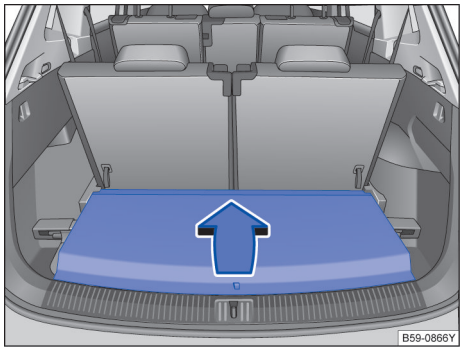

图 201 7 座车型行李厢内：行李厢地板
– 握住把手沿箭头方向→图 201 将行李厢地板向前翻折到底。